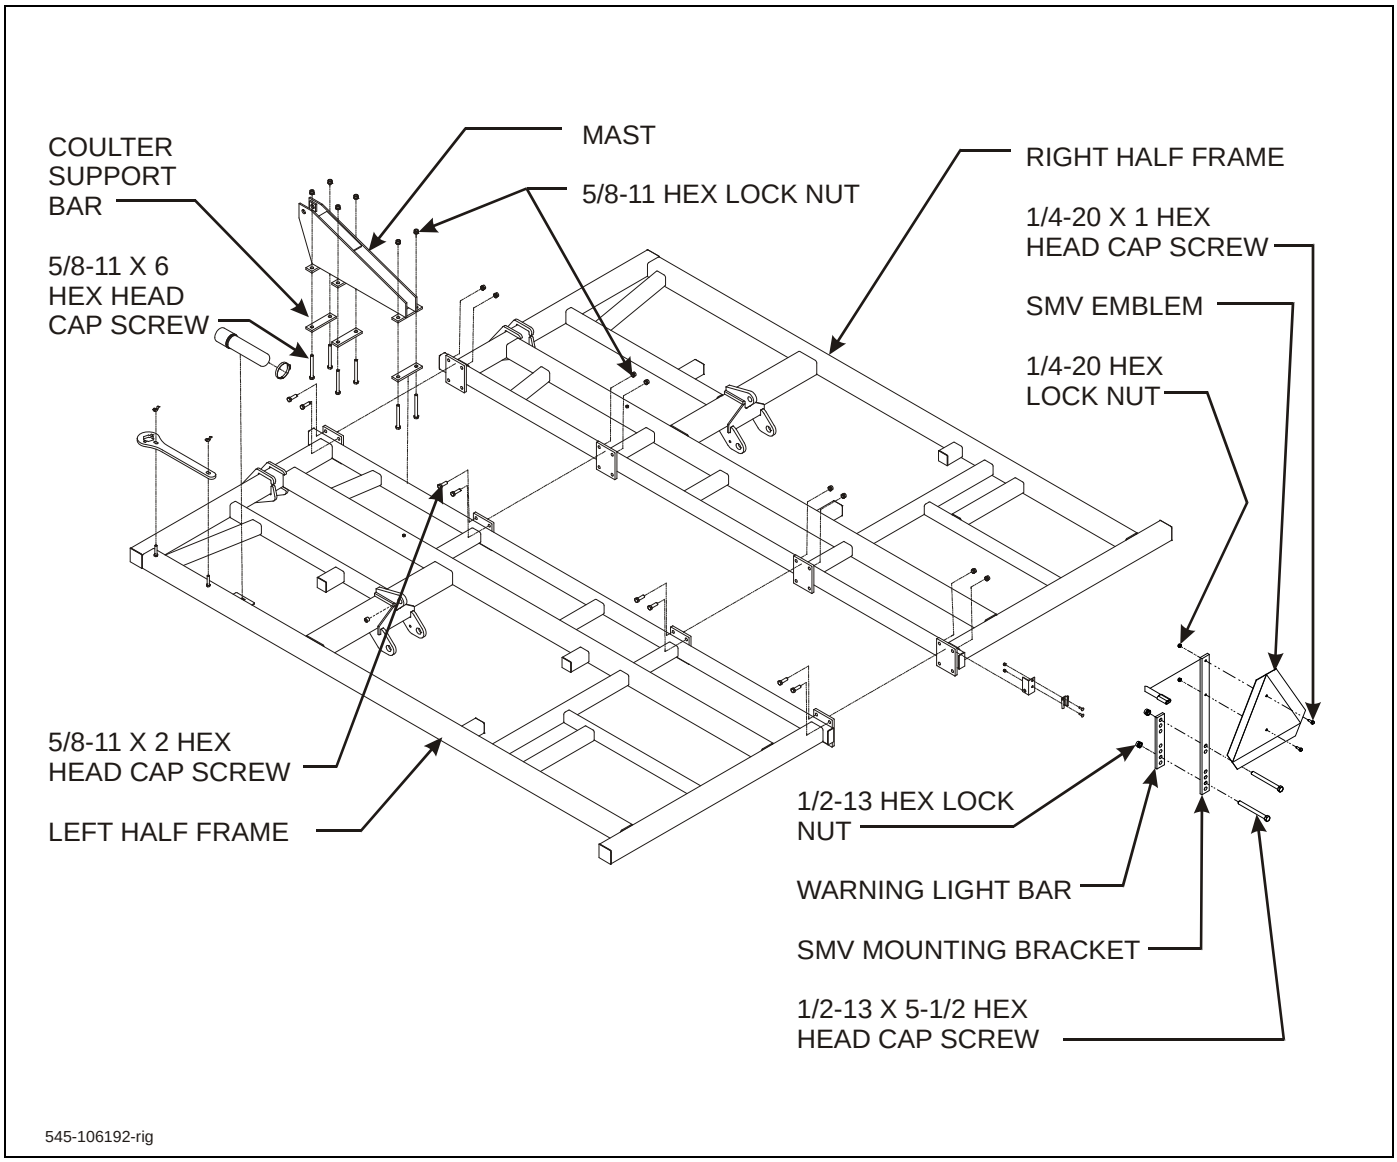

**Figure 3-1: Frame Assembly - Rigid Models**
1. Bolt frame halves together using 5/8-11 x 2 hex head cap screws and hex lock nuts **(See Figure 3-1.)**